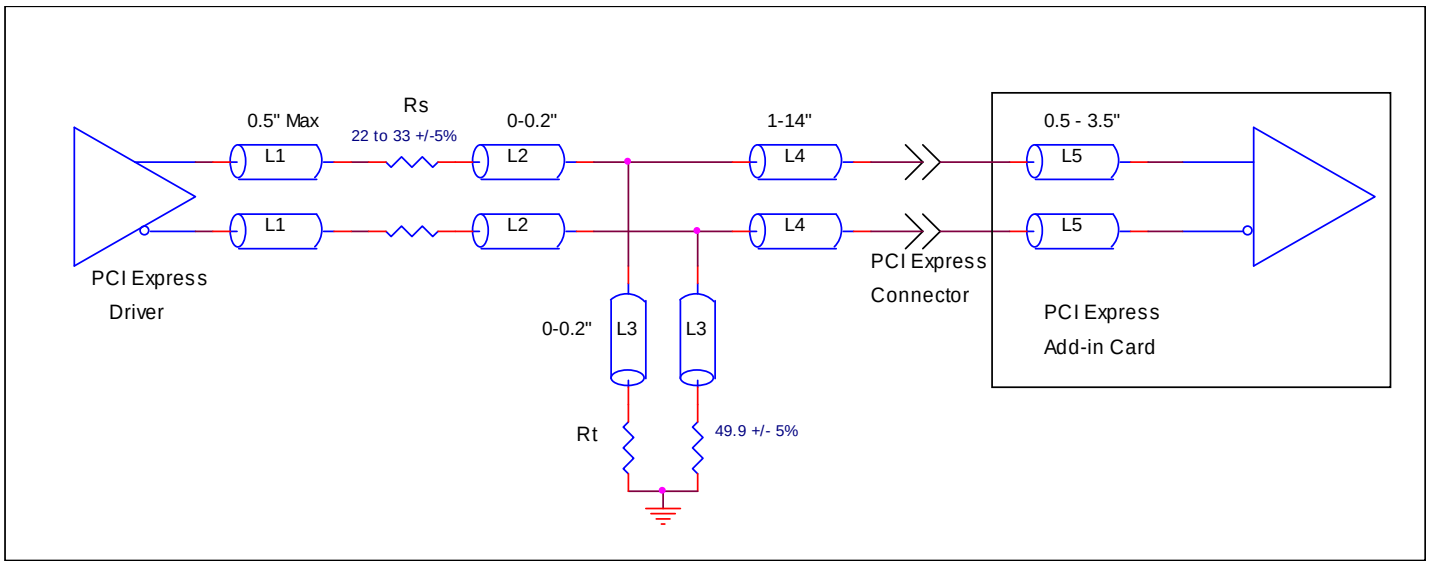

**Figure 10A. Recommended Source Termination (where the driver and receiver will be on separate PCBs)**
*Figure 10A* is the recommended source termination for applications where the driver and receiver will be on a separate PCBs. This termination is the standard for PCI Express™and HCSL output types. All traces should be 50Ω impedance single-ended or 100Ω differential.